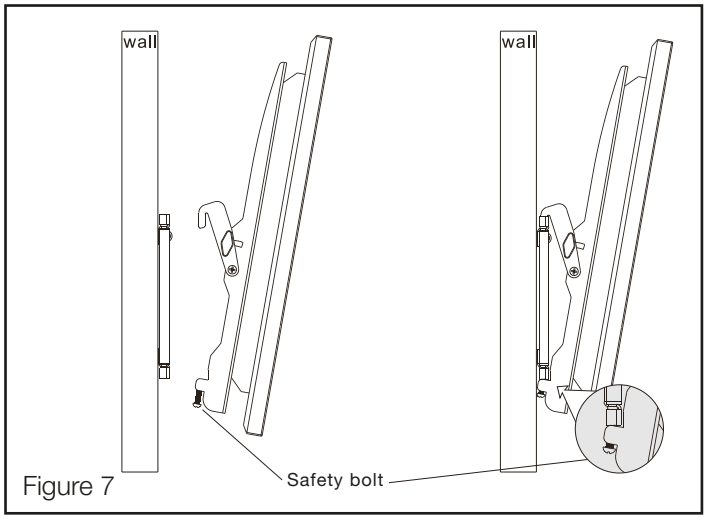

Figure 7
6. Loosen the safety bolt at the bottom of each mounting arm (see Figure 7).
1. Using a second person for assistance, carefully lift TV and hook both arms over the Wall Plate (see Figure 7).